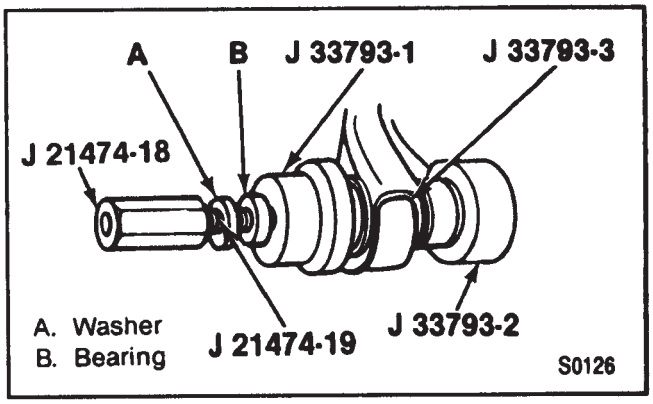

Figure 52—Installing the Upper Control Arm Bushing
1. Bushings (146 and 153) to the upper control arm (101)(figure 52).
2. Bumper (149) to the upper control arm (101).
3. Nut (147) to the bumper (149).